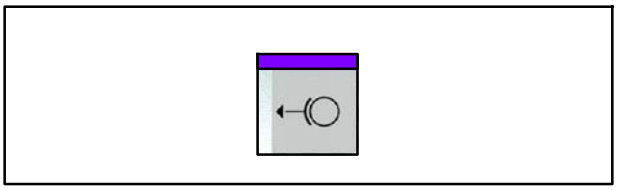

Fig. 171 Touche Desserrer le frein
17. Activer le frein en appuyant sur la touche Desserrer le frein (Fig. 171)